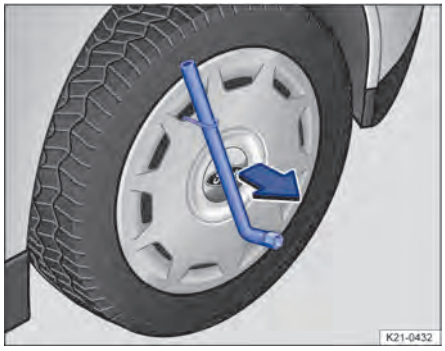

Bilde 213 Trekke av hjulkapsel (eksempel).
3. Bruk avtrekkeren til å trekke av hjulkapselen i pilretningen. Bruk en hjulnøkkel til å trekke med ved behov → Bilde 213.